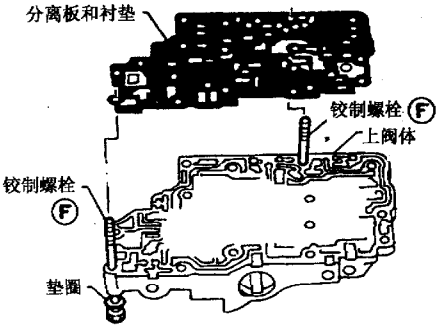

图 9－13－45
③如图 9－13－45 所示，安装铰制螺栓 F，然后安装分离板和衬垫。